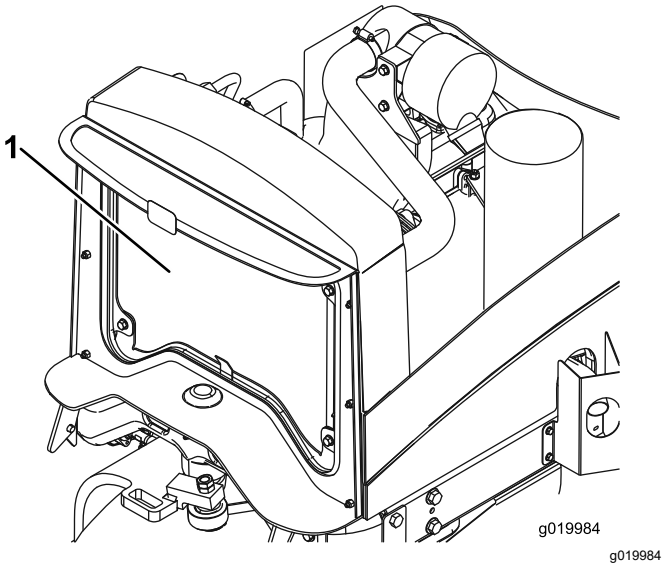

Figur 62
4. Rengjør begge sidene av radiatoren grundig med trykkluft (Figur 62).